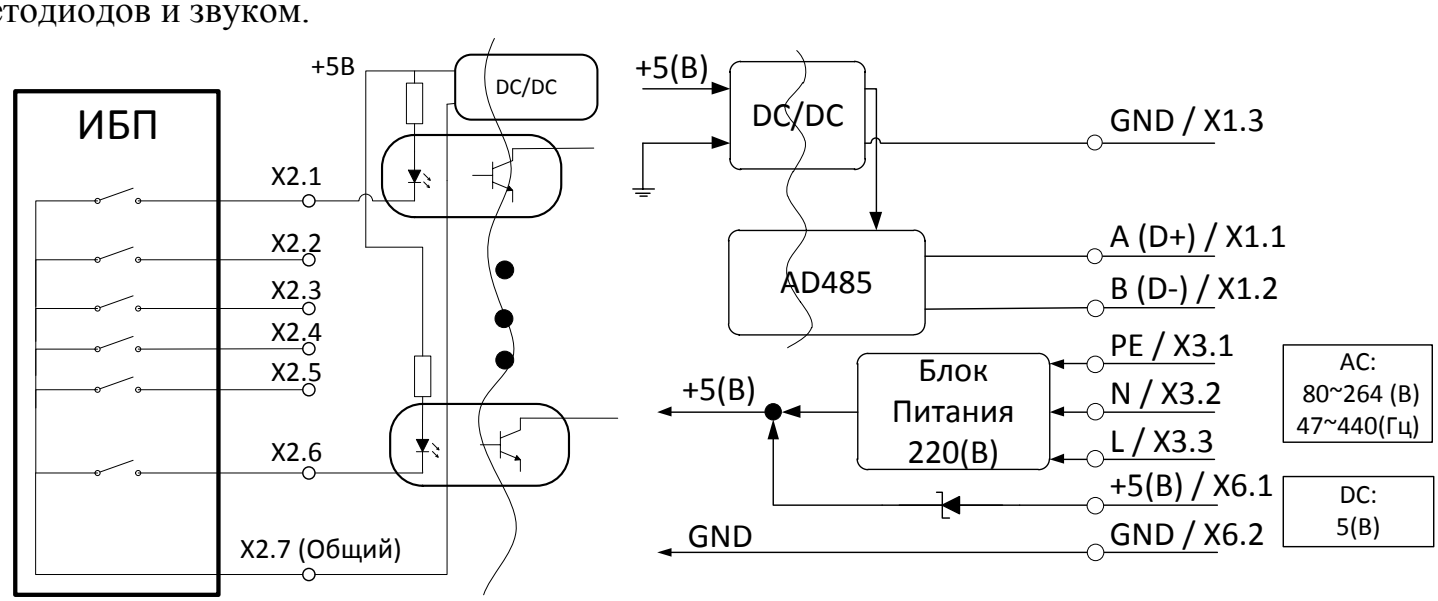

Рисунок 1 – Внешние цепи
- узел с 6 дискретными входами с гальванической развязкой (рисунок 1);